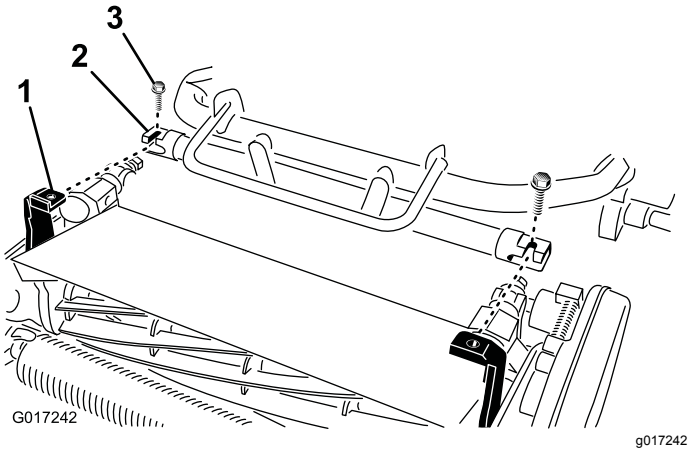

Figuur 8
4. Beweeg het frame van de machine naar voren totdat het contact maakt met de draaiarmen van de maai-eenheid Figuur 8.
5. Bevestig het frame van de machine aan de draaiarmen van het maaidek met de 2 bouten (⅜" x ¾") (Figuur 8).